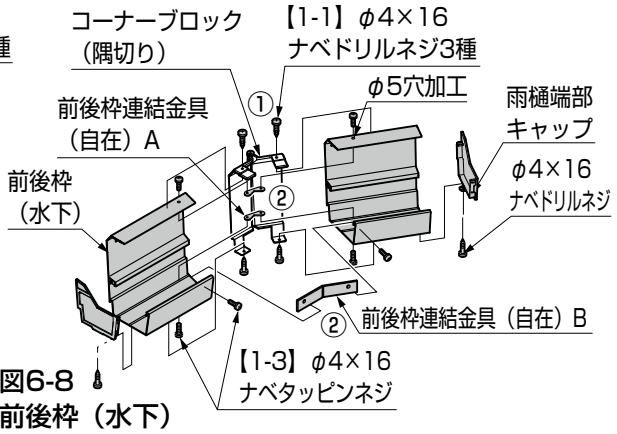

図6-8
- ●前後枠（水下）を連結する場合は、前後枠連結金具（自在）Bも取付け角度に合わせ固定してください。（図6-8参照）